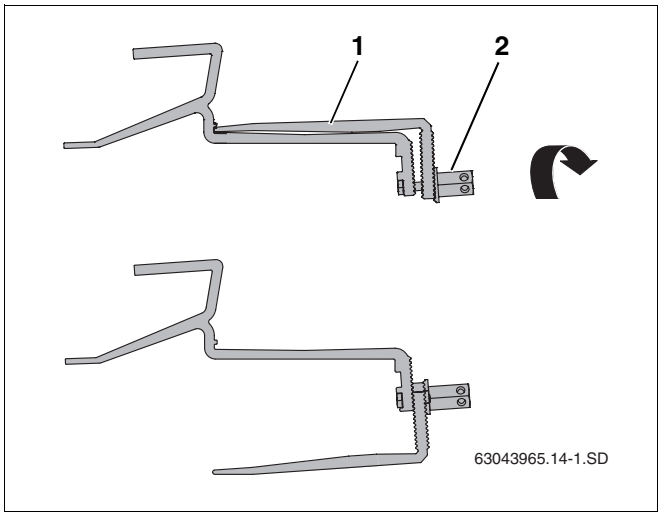

Rys. 12 Przekręcenie dolnej części haka dachowego
- Odkręcić długą nakrętkę sześciokątną (rys. 12, **poz. 2**) na haku dachowym i ustawić dolną część haka dachowego (rys. 12, **poz. 1**) we właściwej pozycji.